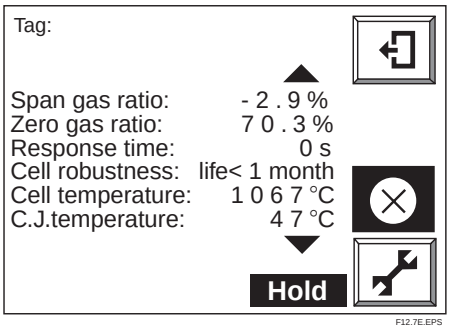

Figure 12.7
(5) If deterioration of the sensor assembly has occurred abruptly, it may show that the check valve, which prevents moisture in the furnace from getting into the calibration gas tubing, has failed. If the gas in the furnace gets into the calibration gas tubing, it condenses and remains in the gas tubing as condensate. The sensor assembly is considered to be broken for the reason that the condensate is blown into the sensor assembly by the calibration gas during calibration and so the cell cools quickly.
(6) If the sensor assembly has been gradually deteriorating, check the sensor assembly status in the following procedure:
b. Display “Cell robustness” by pressing the ▼ key. A good cell (sensor) will show “Life > 1 year” (Figure 12.7).